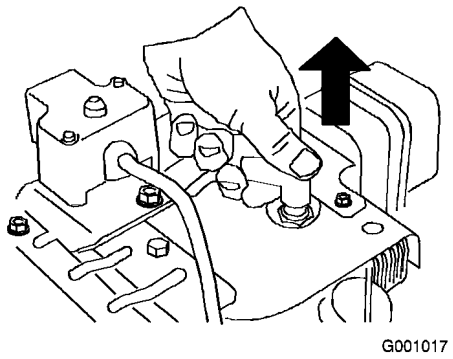

Figur 41
3. Koble fra tennpluggledningen (Figur 41).